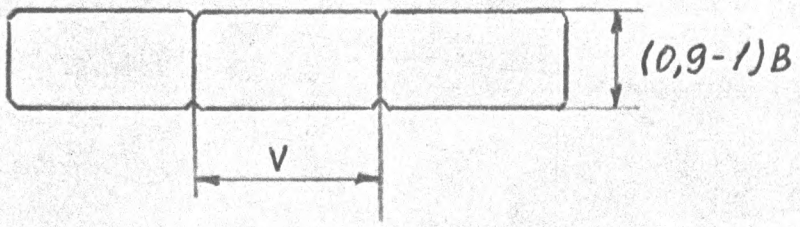

РИС. 7.9
7.6.6.3. ПОДКЛЮЧИТЕ ОСЦИЛЛОГРАФ С1-81 ЧЕРЕЗ КАБЕЛЬ С ДЕЛИТЕЛЕМ 1:10 К К.Т. А3-Х6, ВОСПРОИЗВЕДИТЕ ТОЛЬКО ЧТО СДЕЛАННУЮ ЗАПИСЬ И С ПОМОЩЬЮ РЕЗИСТОРОВ А6-R6 И А3-R74 ОТРЕГУЛИРУЙТЕ СИГНАЛ (РИС. 7.9).
7.6.9.11. УСТАНОВИТЕ РАЗВЕРТКУ ОСЦИЛЛОГРАФА С1-81 5 МС, ПОДКЛЮЧИТЕ ЕГО ЧЕРЕЗ КАБЕЛЬ С ДЕЛИТЕЛЕМ 1:10 К К.Т. А3-Х6 И РЕЗИСТОРАМИ А6-R6 И А3-R74 ОТРЕГУЛИРУЙТЕ СИГНАЛ (СМ. РИС.7.9).